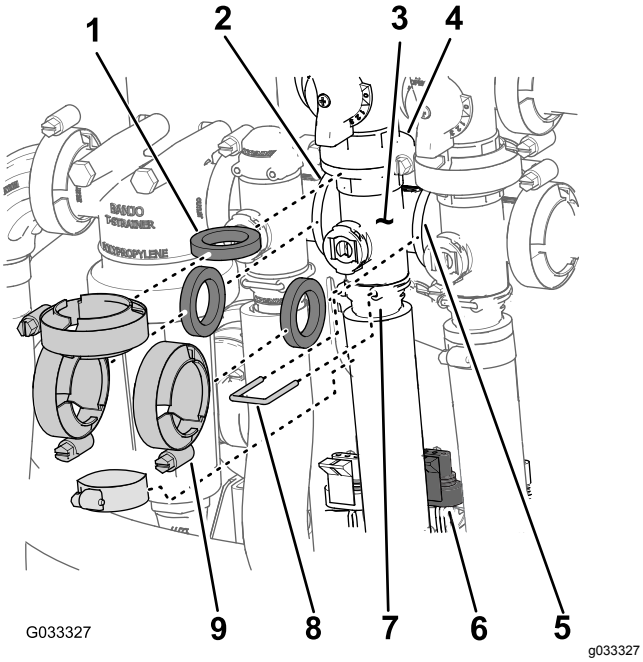

Figur 69
1. Fjern klemmene og pakningene som fester manifolden for risteventilen (Figur 69) til risteomløpsventilen, mengdereguleringsventil, hovedseksjonsventilen og adapterkoblingen (risteregulatorventil).
2. Fjern holderen som sikrer utgangsnippelen til manifolden for risteventilen (Figur 69).